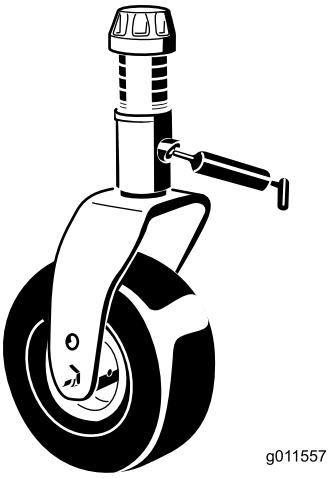

Figur 42
- Bussning på hjulgaffelns axel (1) (Figur 42)
- Mellandrevsarmens vridfästebussningar (1) (på mellandrevsarmen)